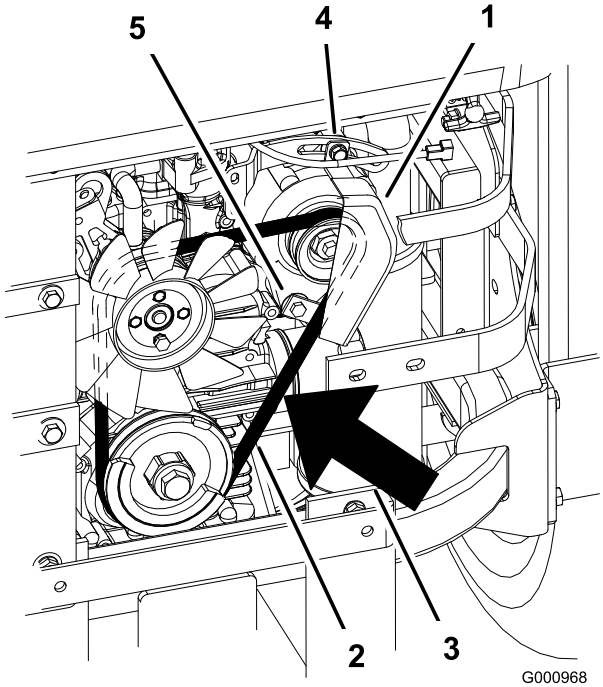

**Figuur 72**
2. Beweeg de wisselstroomdynamo naar buiten totdat de riem tussen de motor en de poelies van de wisselstroomdynamo een speling van 7 tot 9 mm heeft als deze wordt ingedrukt met een kracht van 10 kg (Figuur 72).
5. Als de speling correct is, draait u de onderste en bovenste bout vast (Figuur 72).